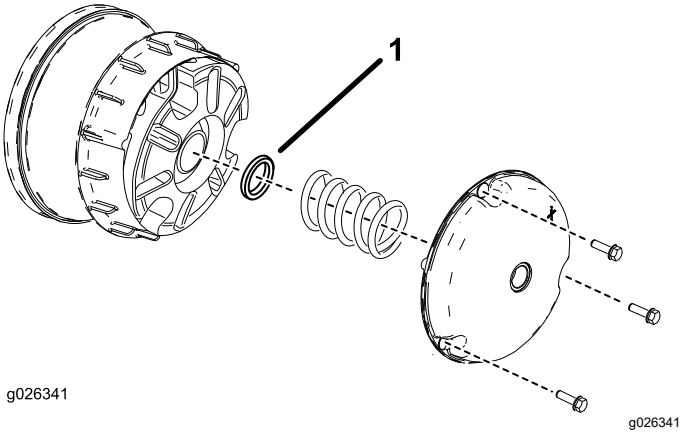

Figuur 62
2. Verwijder de bouten waarmee de kap van de primaire koppeling is bevestigd zoals getoond in Figuur 62.